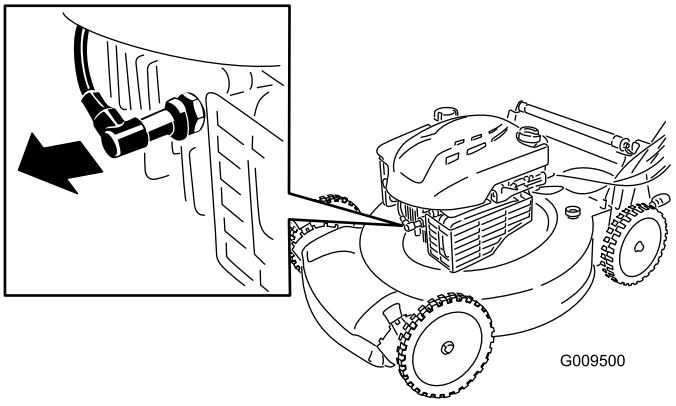

Figura 23
2. Staccate il cappellotto dalla candela (Figura 23) prima di eseguire interventi di manutenzione.